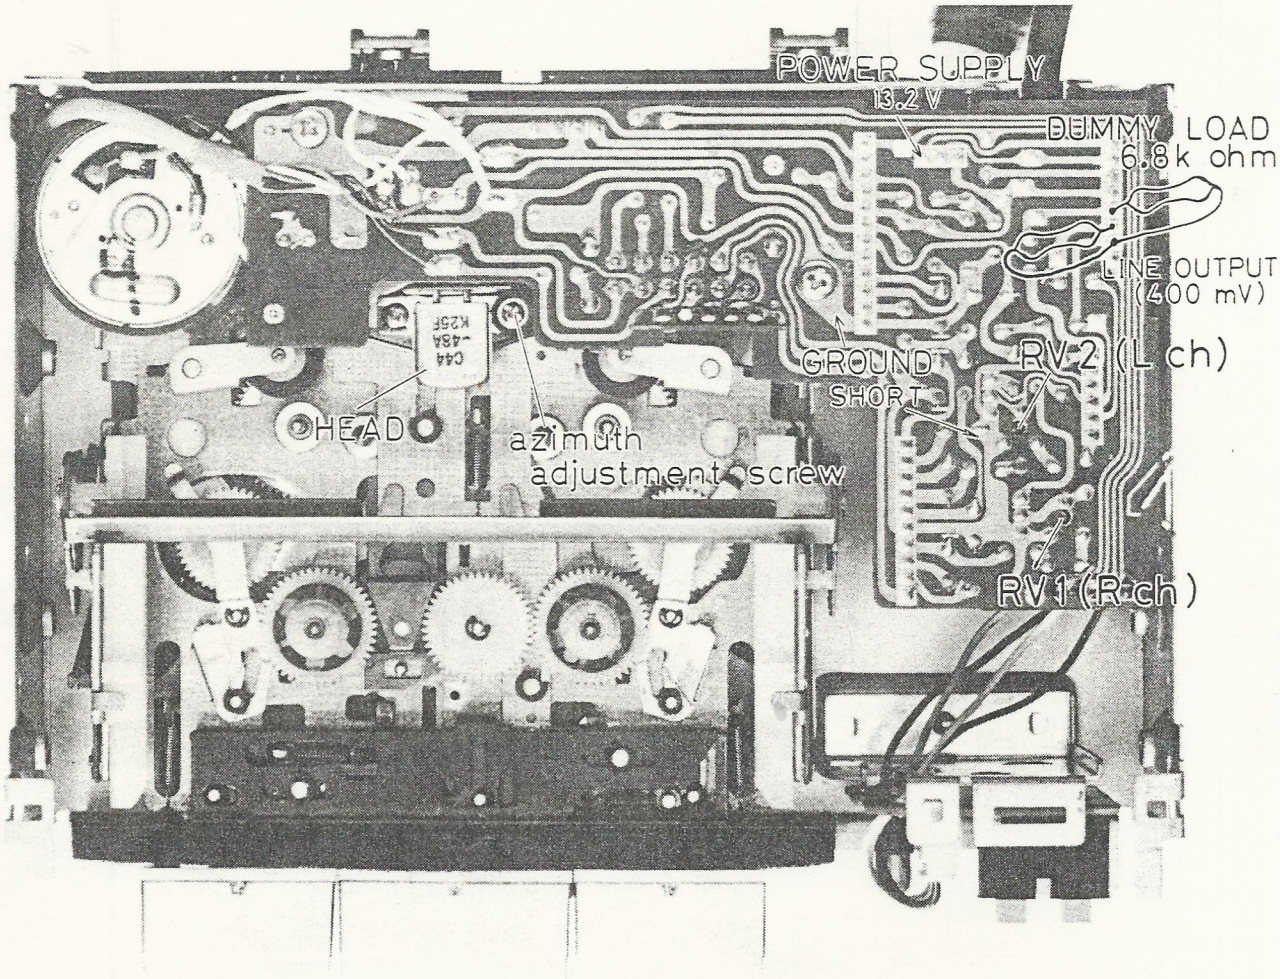

Fig. 7
(1) Connection (Fig. 7)
(2) Alignment (Fig. 7)